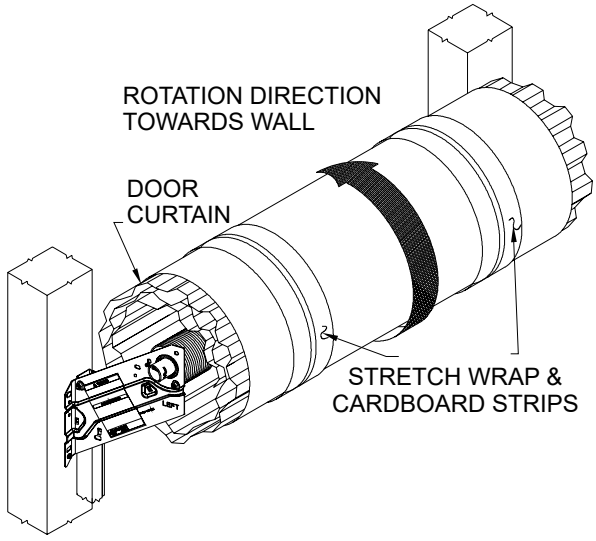

Figure 6
5.1 Determine the proper number of nest rotations needed to tension the door, based on the door size (See Figure 5). Rotate the nest towards the door opening the appropriate number of turns to tension the system *(See Figure 6).*